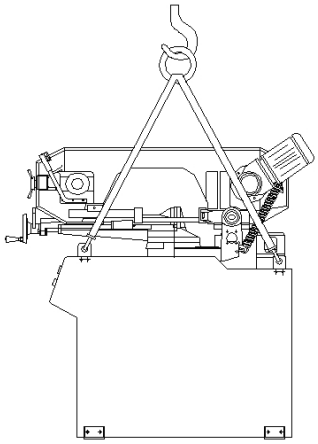

Fig. 3 : Transport de la machine
- Gardez toujours une position stable et bien équilibrée sur vos deux pieds pendant le déplacement de la machine, et utilisez une sangle en fibre très résistante pour la soulever, comme indiqué sur la figure 3.